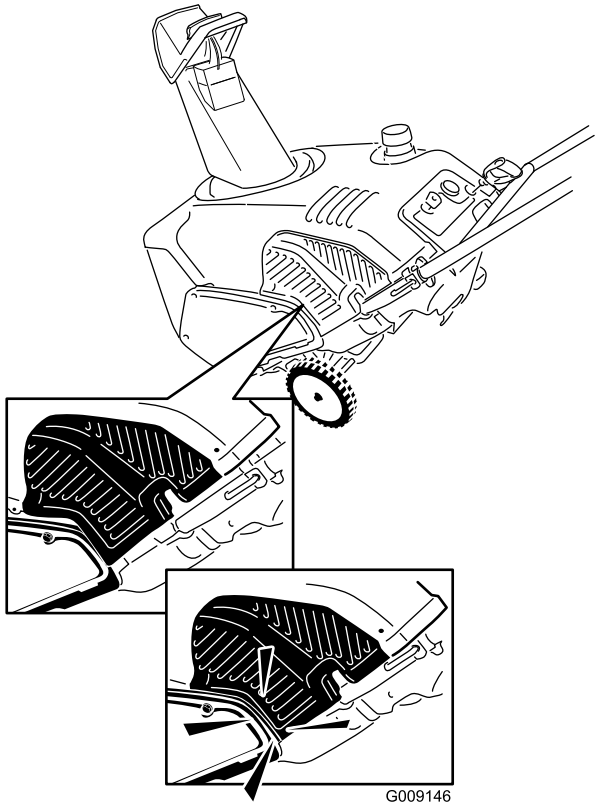

Figur 34
15. Stik afskærmningens nederste kant om bag remskærmen (Figur 34).